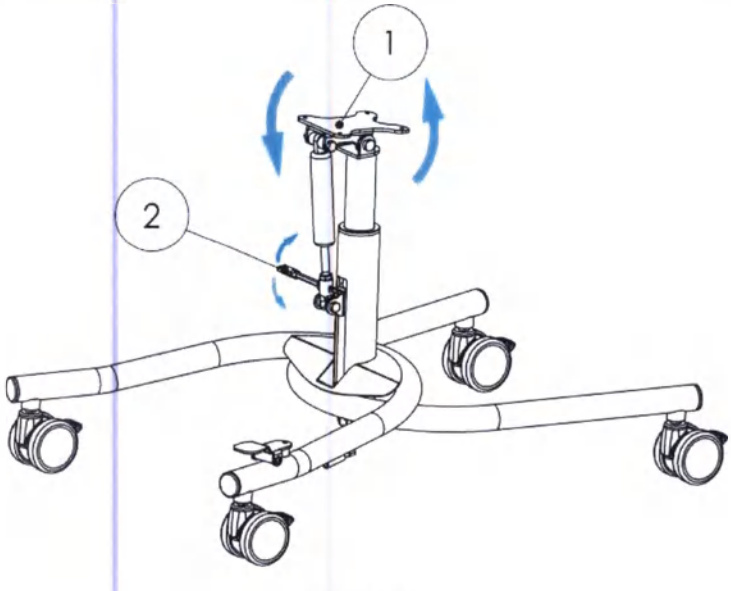

Рис. 14
Рама А имеет регулировку наклона платформы. Регулировка осуществляется вручную с помощью рычага опускания газовой пружины *Рис. 14*.
Для установки нужного угла наклона платформы (1), держа кресло за ручку, отпустите рычаг газовой пружины (2) *Рис. 14*. Газовая пружина остановит движение, когда вы достигнете желаемого положения, отпустите рычаг газовой пружины – тогда произойдет его блокировка. Имейте в виду, что наклон вперед осуществляется с помощью мышечной силы сопровождающего лица. При большом весе пациента это может быть затруднено, в этом случае рекомендуется, по возможности, производить регулировку кресла без пациента.